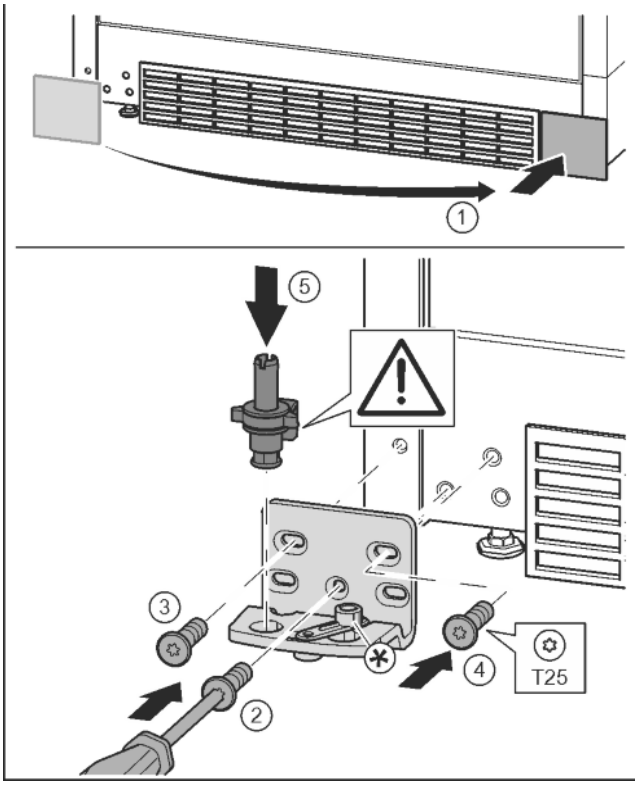

Fig. 15
- ▶ Afdekking eraf halen en op de andere kant aanbrengen. *Fig. 15 (1)*
- ▶ Lagerbus op de andere kant aanbrengen en met behulp van een schroevendraaier T25 vastschroeven. Met schroef 2 onder in het midden beginnen. *Fig. 15 (2)*
- ▶ Schroef 3 en 4 vastschroeven. *Fig. 15 (3, 4)*
- ▶ Lagerbout volledig aanbrengen. Let op dat de vergrendelnok naar achter wijst. *Fig. 15 (5)*